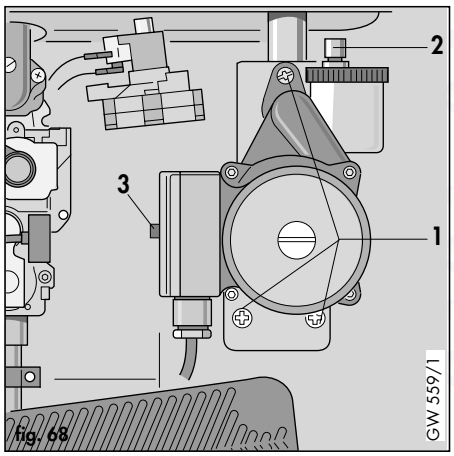

fig. 68
- Undo the 3 pump screws (1, fig. 68).
- Unscrew cap (2, fig. 68) of auto air release and remove inner components.